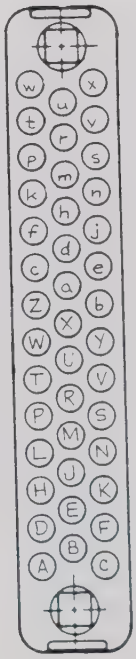

Figure 3-1 , 1260-20 Pin Connections
3.5.2 Refer to Figure 3-1 for the pin configurations of connectors J200 and J201 on the 1260-20.